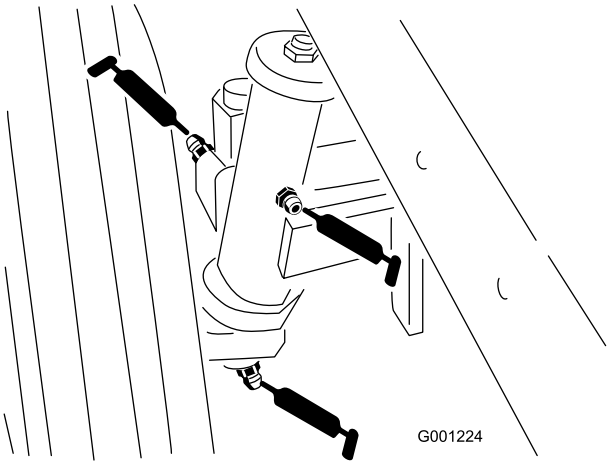

Figur 42
- Baghjulenes spindelbøsninger (Figur 42)